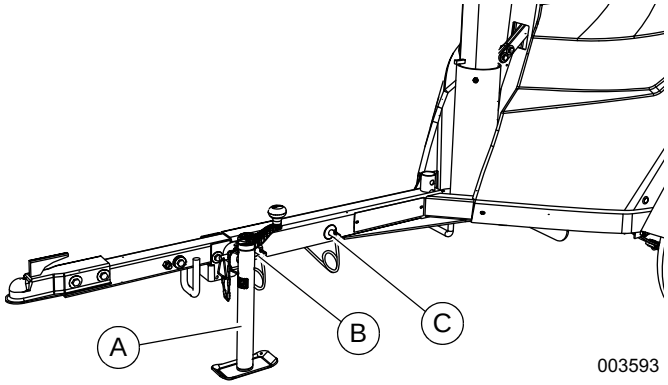

Figure 2-7. Extend Jack and Remove Pins
2. See ***Figure 2-7***. Extend jack (A) enough to allow minimum effort to pivot trailer tongue into storage position.